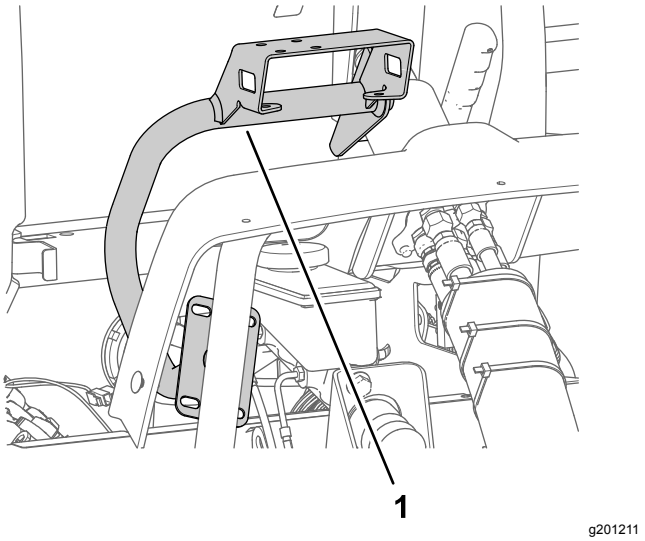

Figuur 160
1. Lijn de monitorbeugel uit op de machine; zie Figuur 160.